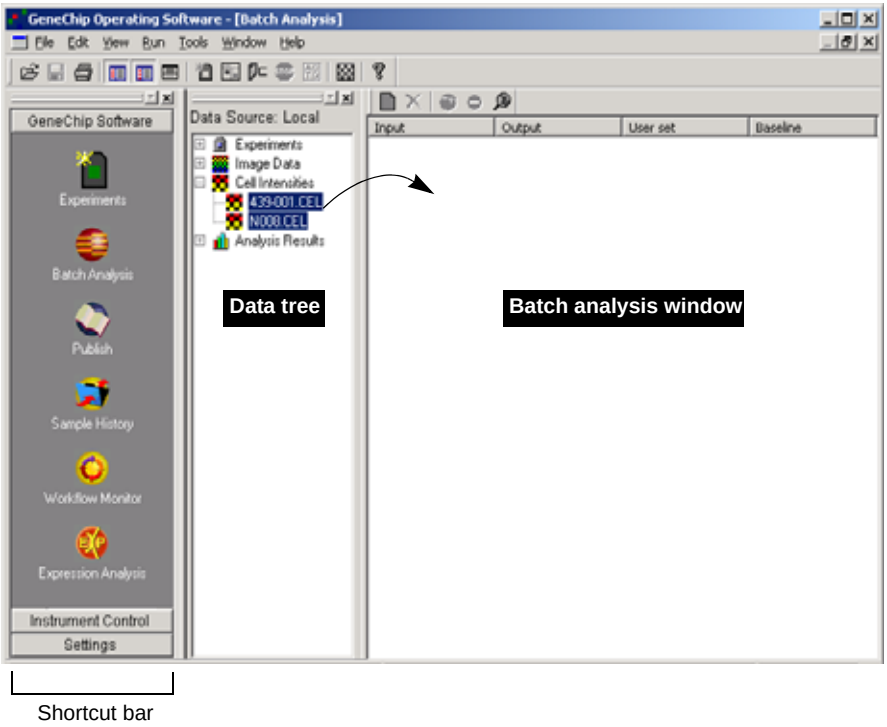

Figure 11.3
2. Drag the selected data from the data tree to the Batch Analysis window **(Figure 11.3)**.